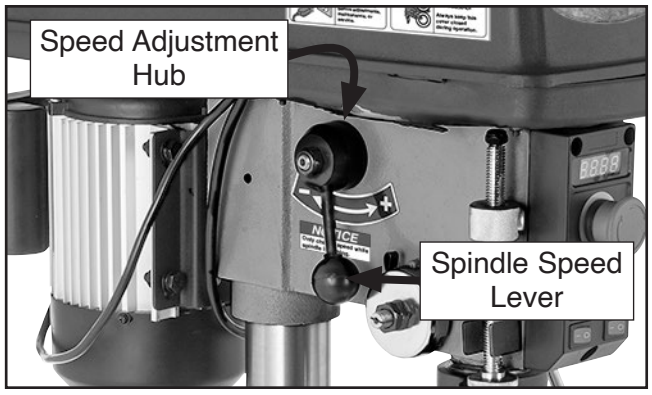

**Figure 18.** Spindle speed lever installed.
11. Thread spindle speed lever into speed adjustment hub (see **Figure 18**).